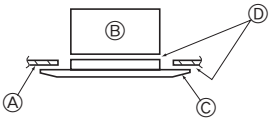

Fig. 8-7
8.3.3. Das Gitter sichern (Fig. 8-7)